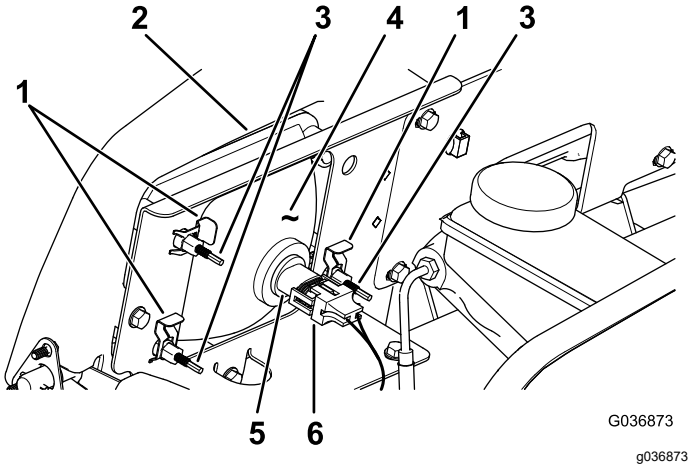

Figuur 53
3. Koppel de elektrische aansluiting voor de kabelboom los van de aansluiting van de lamp (Figuur 53).
4. Verwijder de snelklemmen waarmee de koplamp aan de koplampbeugel is bevestigd (Figuur 53).
5. Verwijder de koplamp door deze naar voren door de opening in de voorbumper te trekken (Figuur 53).
6. Monteer de nieuwe koplamp via de opening in de bumper (Figuur 53).
8. Koppel de elektrische aansluiting voor de kabelboom aan op de aansluiting van de lamp (Figuur 53).
2. Draai achteraan de koplamp de stelschroeven (Figuur 53) om de koplamp te draaien en de straal te richten.